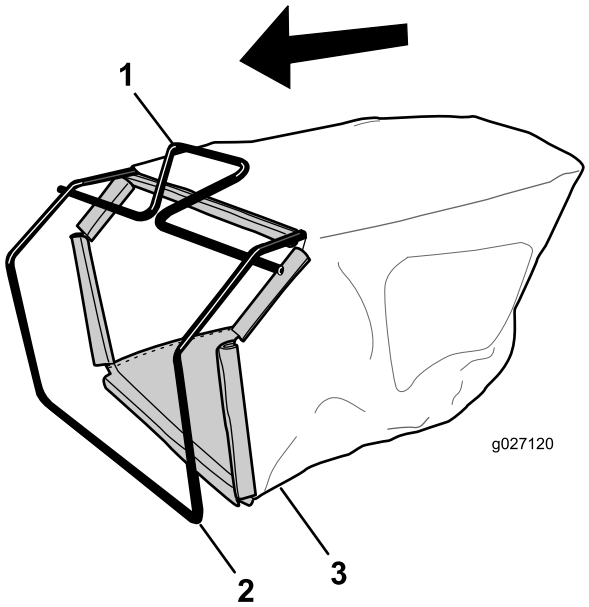

Figur 7
1. Plasser posen over rammen som vist i Figur 7.
Merk: Ikke plasser posen over håndtaket (Figur 7).